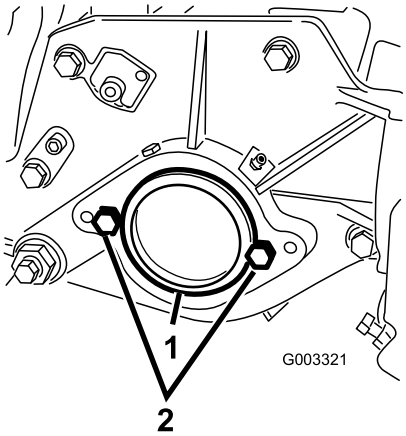

Bild 16
2. Nehmen Sie rechts am Mähwerk den Plastikstöpsel vom Lagergehäuse ab (Bild 16).
3. Nehmen Sie die zwei Kopfschrauben von der rechten Seitenplatte ab (Bild 16).
2. Kopfschraube (2)
5. Schrauben Sie die zwei Befestigungsschrauben für den Spindelmotor lose an der linken Seitenplatte des Mähwerks fest (Bild 16).